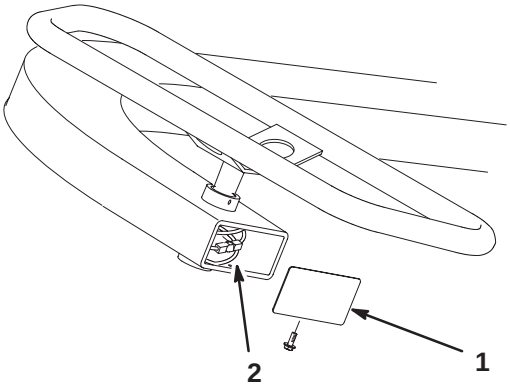

**Figure 53**
2. If all threads on the cable end have been used, replace the cables. If necessary, service the pulley and steering cable under the steering wheel by removing the cover on the end of the steering column (Fig. 53).